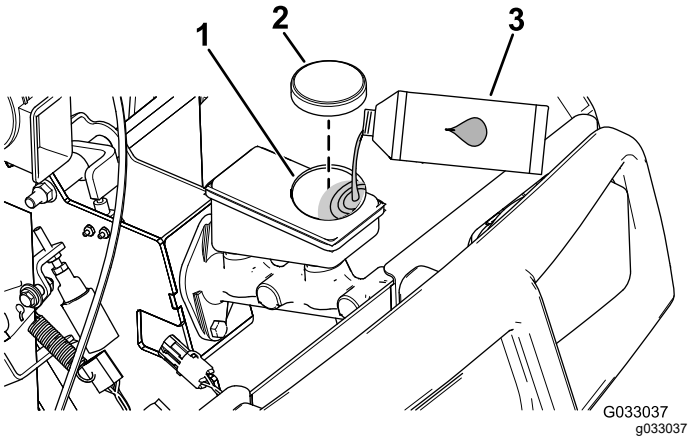

Figur 67
4. Åpne panseret for å få tilgang til hovedbremsesylinderen og -beholderen (Figur 67).
A. Rengjør området rundt beholderen, og ta av lokket (Figur 67).
C. Sett lokket på beholderen (Figur 67).